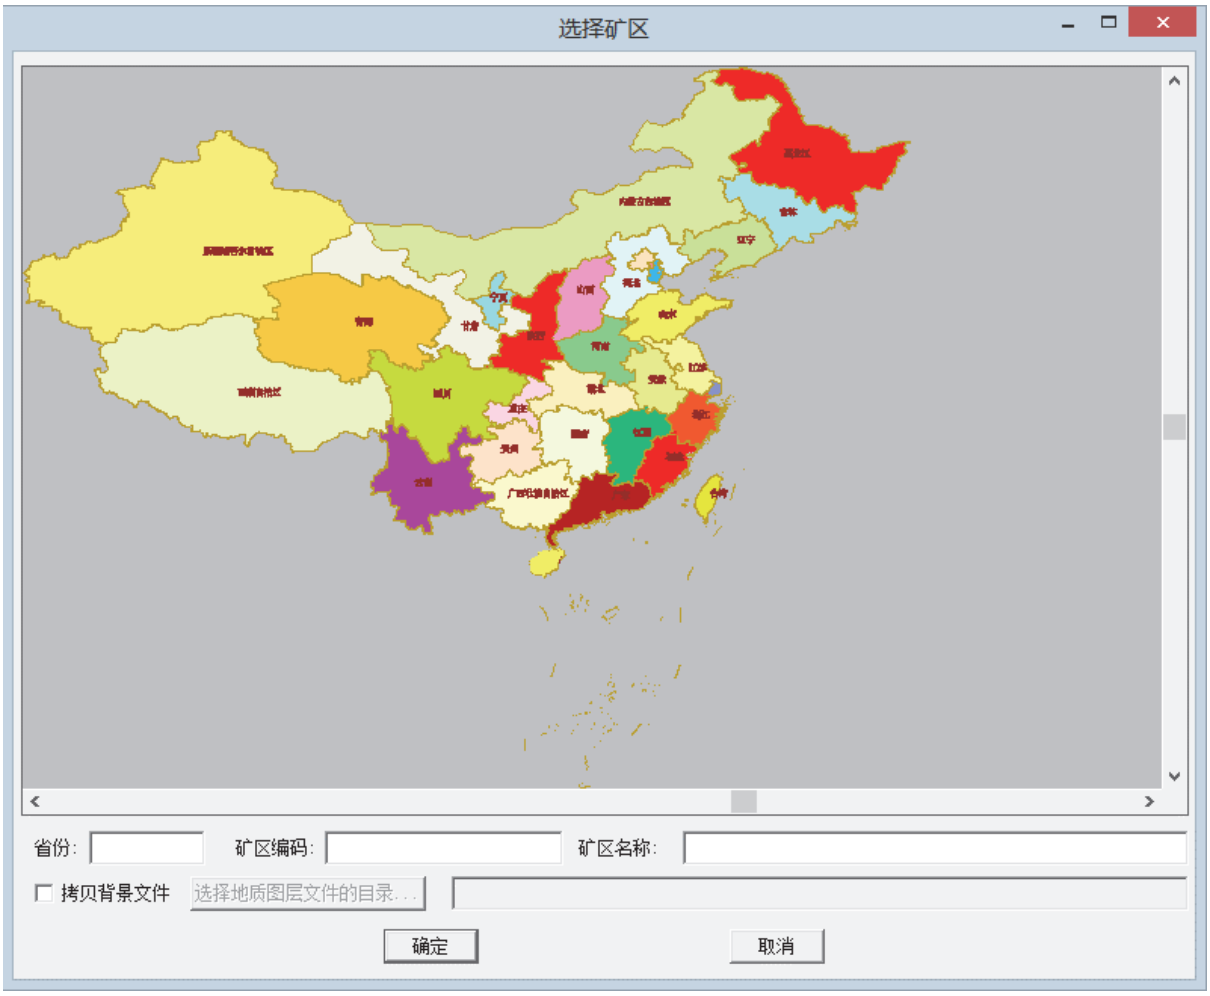

图 2-3
3. 弹出“选择矿区”对话框（见图 2-3），在“选择矿区”对话框的中国地图上选择省份如“海南”，点击确定；